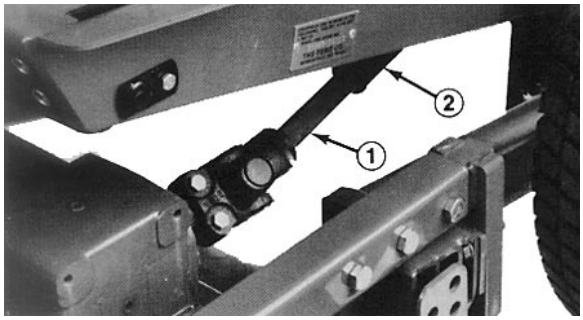

Fig. 10
5. Stop motoren og skub klippeenheden væk fra traktoren og bærerammen, så kraftudtagets han/hun-dele skilles ad (fig. 10).